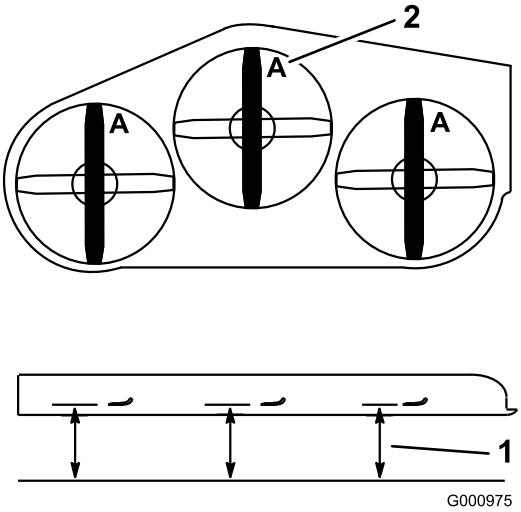

Figur 98
3. Roter knivene til endene vender fremover og bakover (Figur 98). Mål fra en jevn overflate til kniveggen, posisjon **A**, på kniven (Figur 98). Merk deg dette målet.